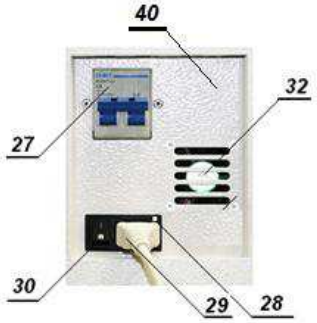

Рис.8. Правая панель управления электропитанием изделия.
4.8 На правой боковой стороне блока электроники (рис.8) размещена панель (40) с элементами управления электропитанием изделия.